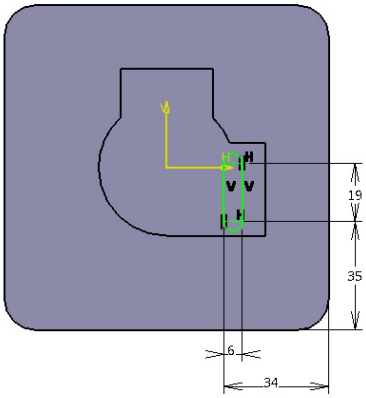
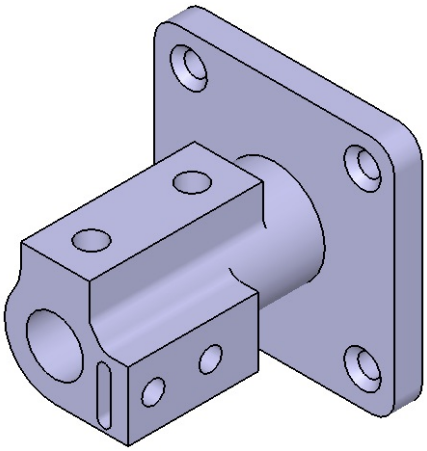

Figure 7-58 *Edited sketch of the pocket feature*
Figure 7-59 *Final edited model*
g. Edit the design of the model, refer to Figures 7-58 and 7-59.
6. Edit the sketch, as shown in Figure 7-58, and then exit the **Sketcher** workbench. The final edited model is shown in Figure 7-59.